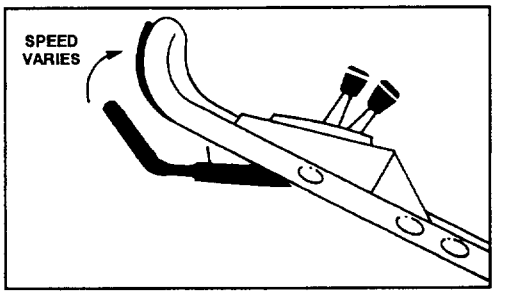

Figure 9
5. TRACTION OPERATION (self–propelled model)—Move ground speed control to desired setting and squeeze control bar against handle to drive. Ground speed varies, depending on space between control bar and handle (Fig. 9).